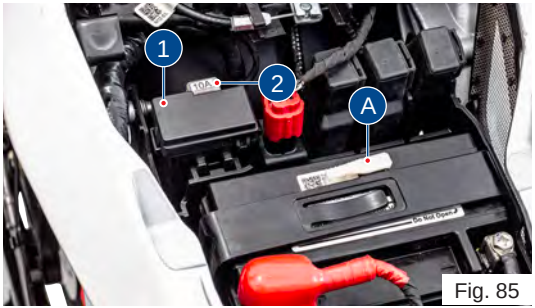

Fig. 85
- Press the lock and open the fuse box cover (1) **(ref. Fig. 85)**.
- An additional 10A HECU protection fuse (2) is provided out side the fuse box as shown in the figure **(ref. Fig. 85)**. Ensure to check this fuse incase if any HECU related electrical issue is found in the system.